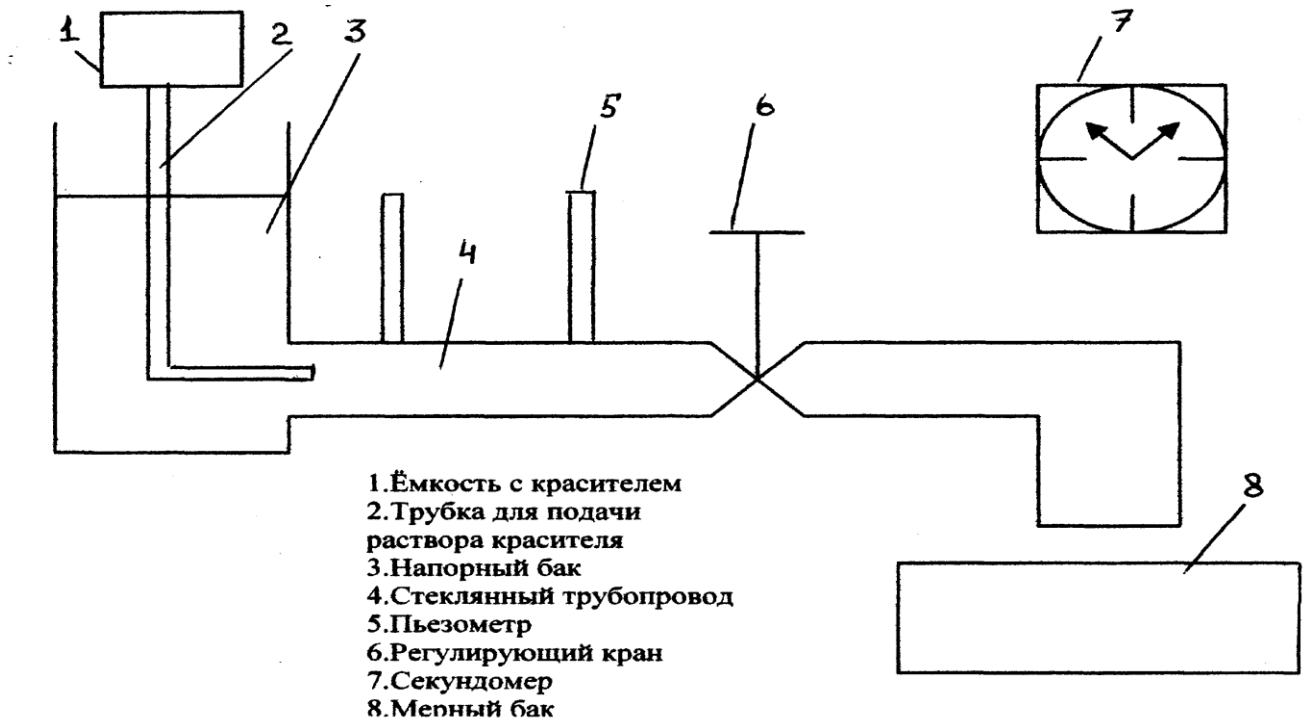

Рисунок 1- Схема установки
1. Определить по опытным данным, воспользовавшись формулами (1) и (3), значение коэффициента гидравлического трения $\lambda_{оп}$ и величины коэффициента ζ для трех видов местных сопротивлений;
2. Установить, воспользовавшись соотношениями А.Н.Альтшуля или же графиком Никурадзе (см. рисунок 1), области гидравлического сопротивления, в которых работали участки напорного трубопровода;
4. Найти справочные значения коэффициентов местных сопротивлений ($\zeta_{р.пов}$, по таблице, $\zeta_{рр}$ и $\zeta_{р.с.}$ вычислить по формулам (4) и (6));